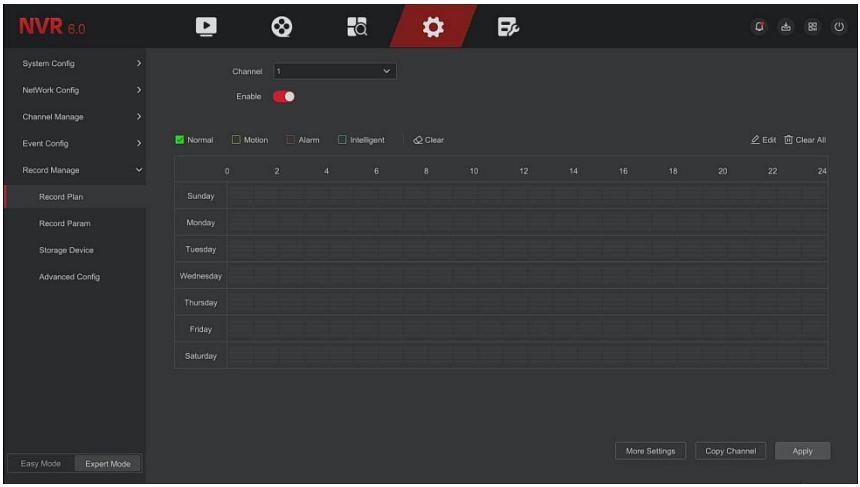

Figure 5-109
Step 1: In the main menu, click " Config → Expert Mode → Record Manage →Record Plan" to enter record plan setup interface, as shown in Figure 5-109 below.